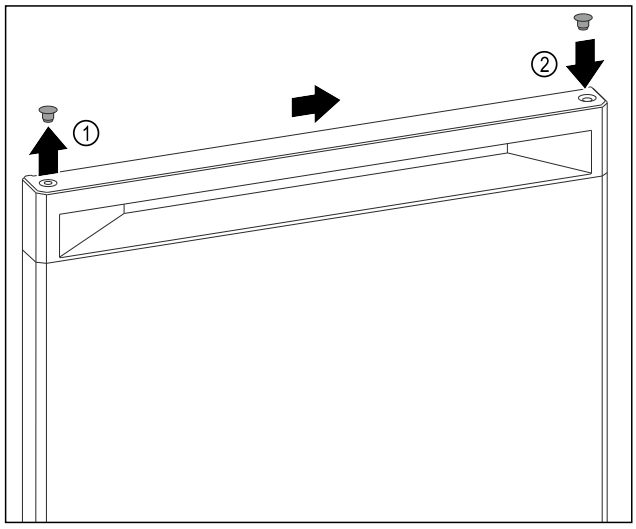

Fig. 9
▶ Pomocí plochého šroubováku opatrně zvedněte krycí zátku na horní straně dvířek *Fig. 9 (1)*.
▶ Zasuňte krycí zátku na opačné straně. *Fig. 9 (2)*